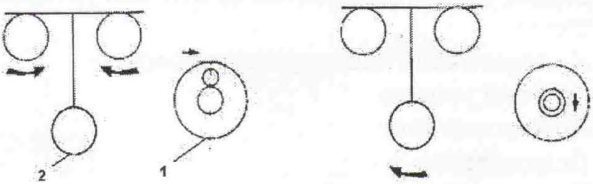

Рис. 3
- Подъемными винтами [2] установите пузырек [1] в центр (рис. 3)